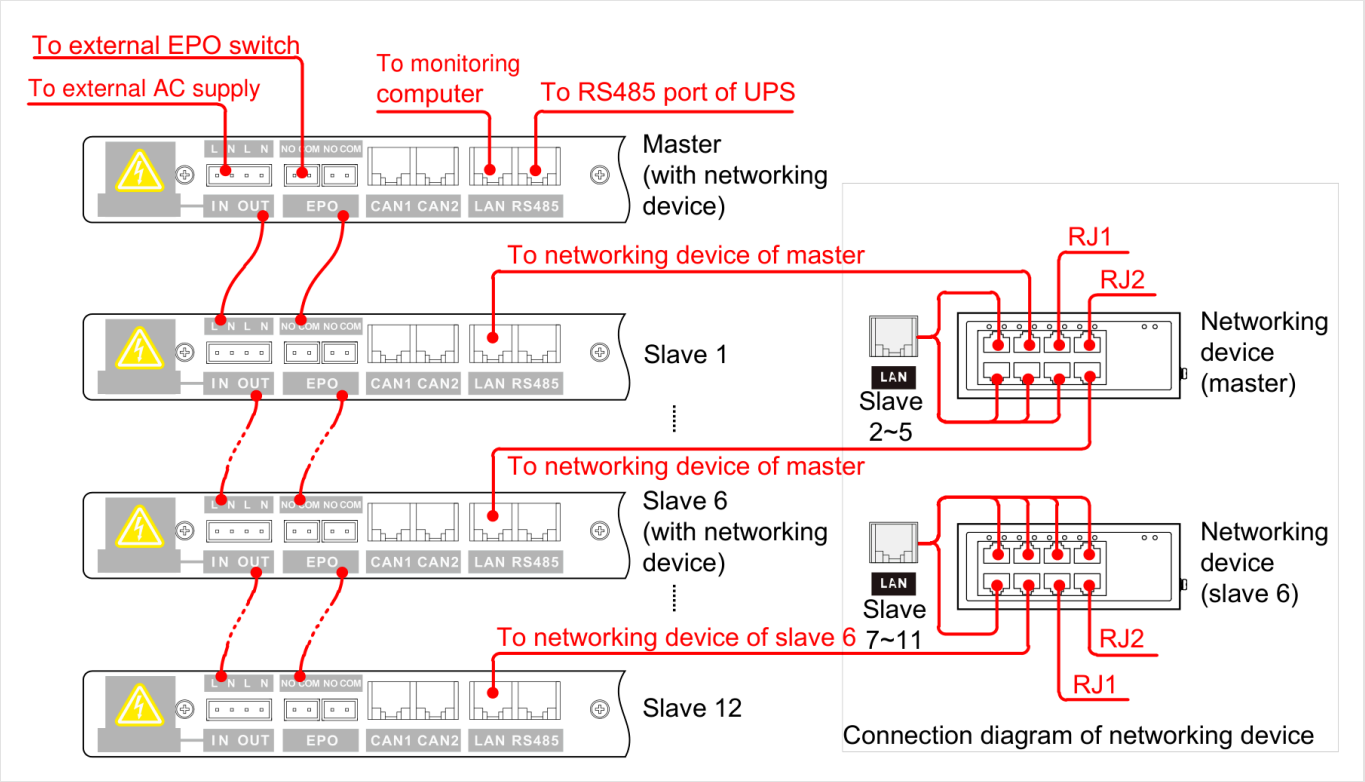

FIGURE 3-42 Connections for 8 to 13 cabinets
3. **Network:** the LAN port of every slave to the networking device of the master (up to 7 cabinets). From 8 to 13 cabinets, slaves 7 to 11 and 12 go to the networking device of slave 6, linked to the master's device (Figure 3-42).